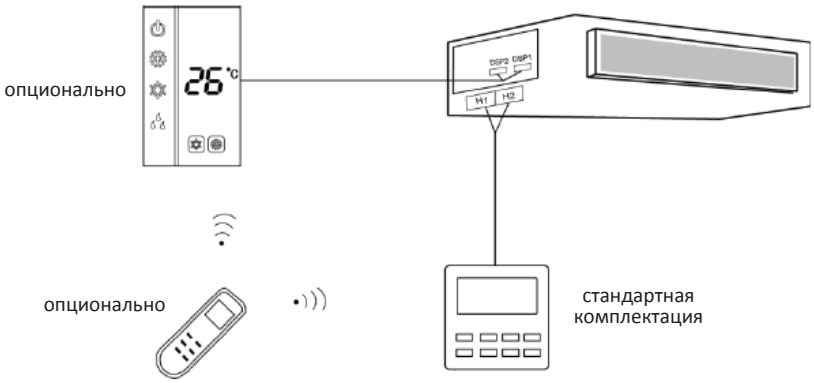

Рис. 5.4.3
3) Проводной пульт и приемник сигналов могут быть установлены одновременно. При передаче сигналов с беспроводного пульта они могут приниматься как проводным пультом, так и приемником сигнала: см. рис. 5.4.3.